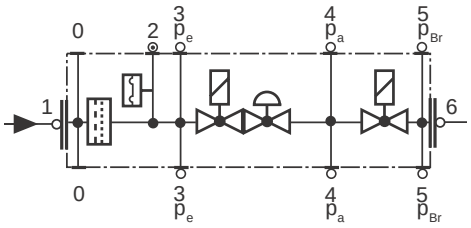

Fig. 57
- Pulire o sostituire il filtro se la differenza di pressione fra i punti 1 e 3 (Fig. 57) è $\Delta p > 10$ mbar.
- Pulire o sostituire il filtro se la differenza di pressione fra i punti 1 e 3 (Fig. 57) risulta raddoppiata dall'ultimo controllo.